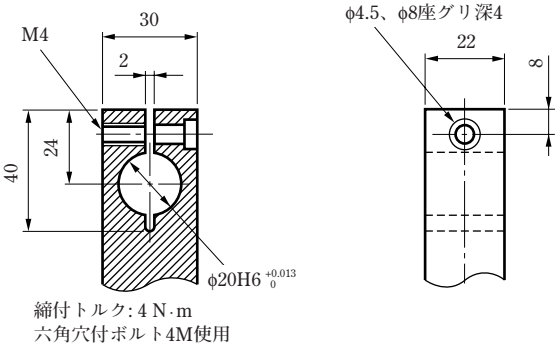

**図2.取付ホルダーの構成寸法(ご参考)**
- **機械装置へホルダーを使用して取付ける場合には、図2のような寸法のホルダーをご用意いただき、規定トルク4 N·mを目安として締付け、固定してください。**